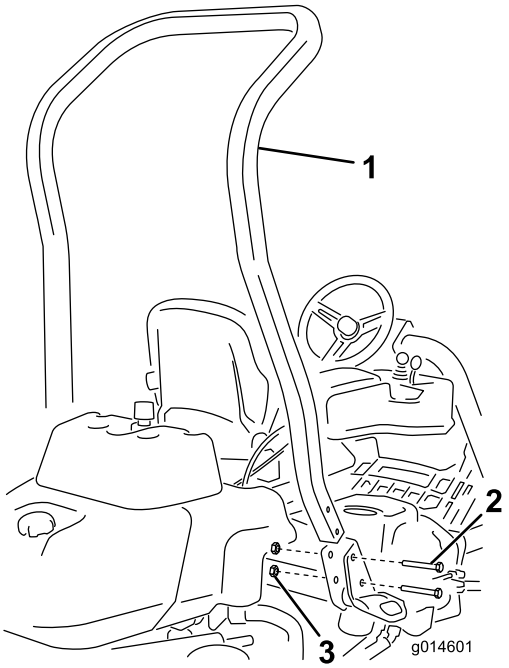

Figur 3
3. Fastgør styrtbøjlen i beslagene på hver side af maskinen med 4 bolte (1/2 x 3-3/4 tommer) og fire flangemøtrikker (1/2 tomme) (Figur 3)